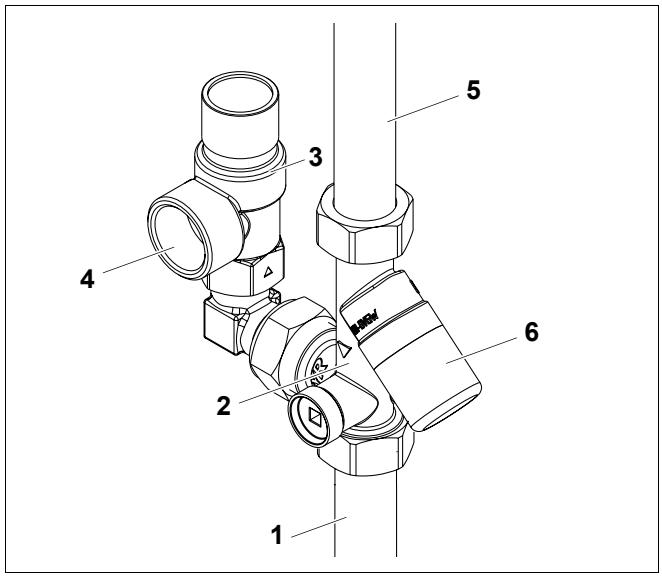

Rys. 31 Montaż grupy bezpieczeństwa
- Przykręcić grupę bezpieczeństwa (rys. 31, **poz. 2**) wraz z uszczelką Ø 17 x 24 x 2 do rury zimnej wody (rys. 31, **poz. 1**). Uważać na uszczelnienie i kierunek przepływu!
- Przykręcić zawór bezpieczeństwa (rys. 31, **poz. 3**) wraz z umieszczoną uszczelką do grupy bezpieczeństwa (rys. 31, **poz. 2**).
- Wylot z zaworu bezpieczeństwa (rys. 31, **poz. 4**) skierować w taki sposób, aby wskazywał on w kierunku syfonu lejkowego.
- Złączkę gwintowaną (rys. 31, **poz. 5**) przykręcić szczelnie do przyłącza zimnej wody za pomocą nakrętki śrubunkowej.
- Przykręcić grupę bezpieczeństwa (rys. 31, **poz. 2**) wraz z uszczelką Ø 17 x 24 x 2 do złączki gwintowanej (rys. 31, **poz. 5**).